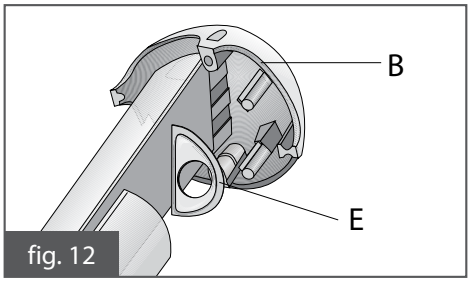

fig. 12
- En el tubo de aspiración, por la parte del terminal, montar el diafragma"**E**" de la medida indicada en la tabla de datos técnicos (fig. 12);